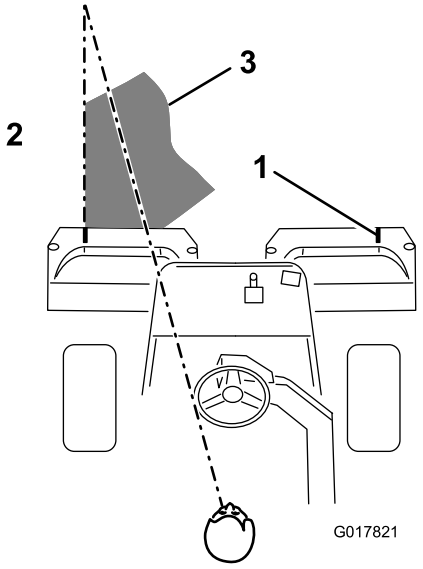

Figur 41
3. Sørg for at overlappe minimalt med den forudgående klipning ved tilbagekørsler. Skab en imaginær, lige sigtelinje på ca. 1,8-3 m foran maskinen til kanten af den uklippede del af greenen (Figur 41), som hjælp til at bevare en lige linje på tværs af greenen og for at holde maskinen i en tilsvarende afstand fra kanten af den foregående klipning. Der er nogle, der finder det nyttigt at medtage rattets ydre kant som en del af sigtelinjen, dvs. holde rattets kant på linje med et punkt, der altid holdes i samme afstand fra maskines forende (Figur 41).